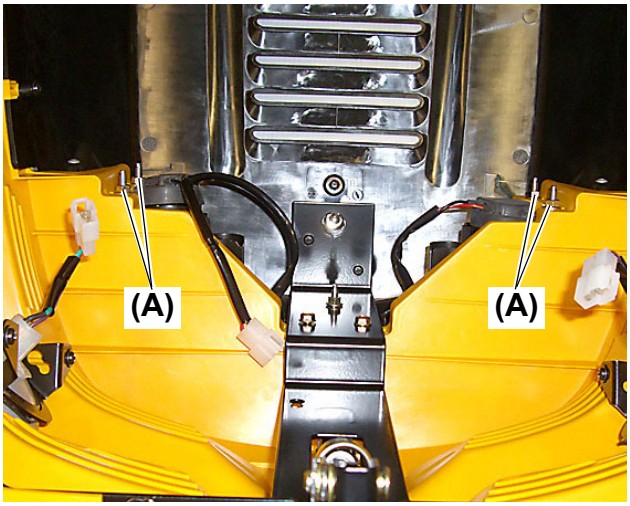

Fig. 11
11.Remove the six (6) screws that secure the upper hood to the Left and right hand lower hood.
12.Remove the four (4) M6 nuts **(Fig. 11, (A))** to remove the headlight assembly.